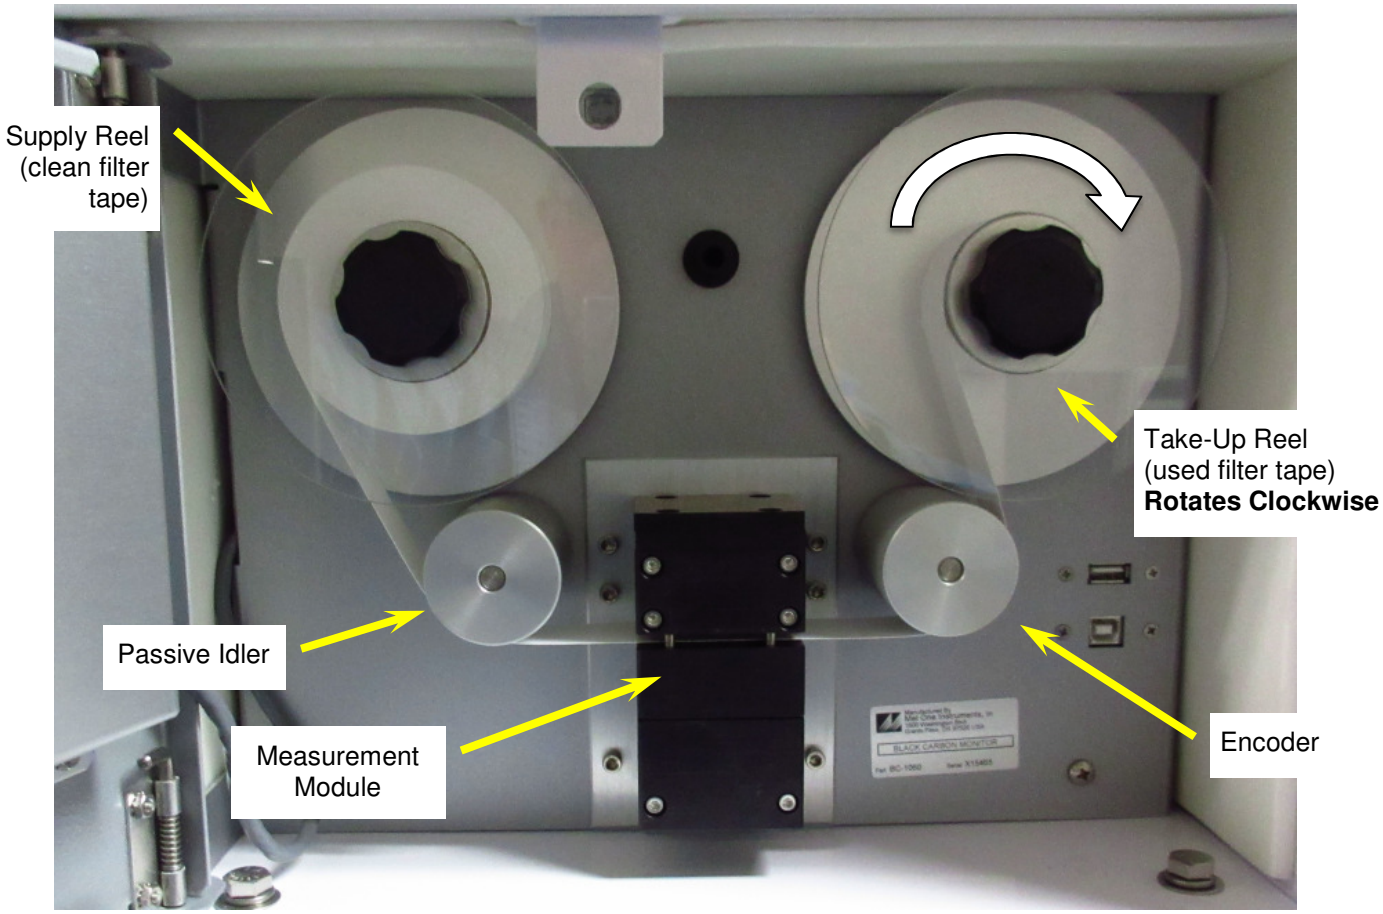

Figure 3-5 BC 1060 Filter Tape Routing
9. Install the new filter tape roll onto the left (supply) reel, with the tape coming off the left side of the roll. Route the tape exactly as shown in Figure 3-5. It should go under the metal idler, through the slot in the measurement module, under the encoder wheel, and then up to the take-up reel on the right side of the instrument. Fasten the loose end of the tape to the left edge of an empty core tube installed on the take-up reel, with cellophane tape. **Make sure that the softer side is UP** and the textured side is **DOWN**.
7. Install the new filter tape roll onto the left (supply) reel, with the tape coming off the left side of the roll. Route the tape exactly as shown in Figure 3-5. It should go under the metal idler, through the slot in the measurement module, under the encoder wheel, and then up to the